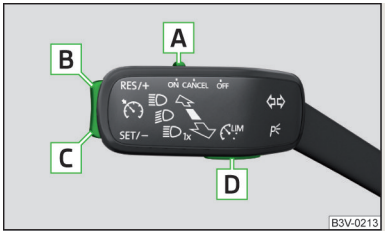

Fig. 179
Vista general del sistema regulador de la velocidad del GRA » fig. 179
› Pulsando la tecla D » fig. 179.
- Al pulsar la tecla D » fig. 179 durante la regulación, se cancelará y se activará el dispositivo de limitación de velocidad.